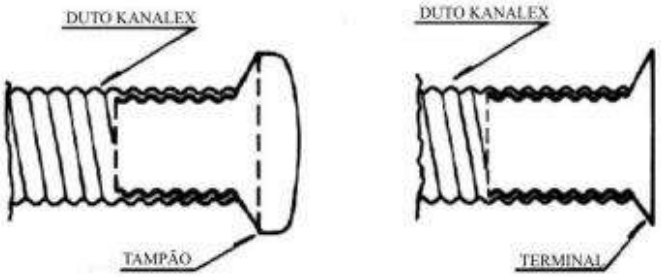

Figura 46
a) Retirar o tampão do duto KANALEX transformando-o em terminal (Figura 46).